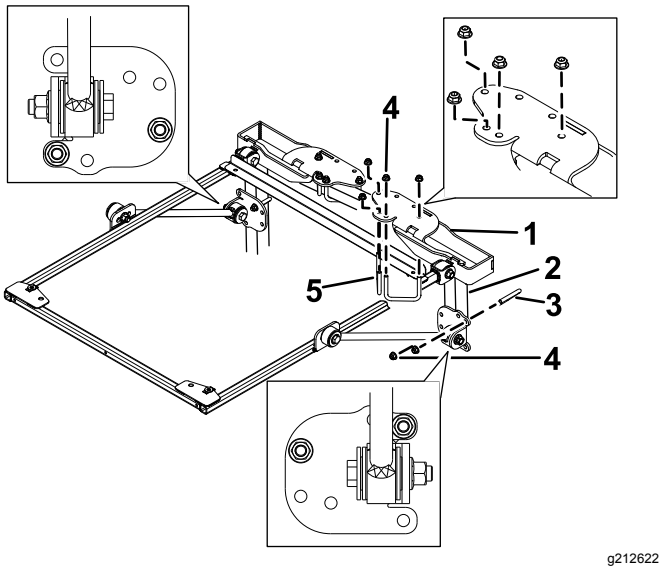

Bild 36
4. Befestigen Sie die Befestigungshalterungen des Überrollschutzes an der Oberseite des Überrollbügels der Zugmaschine (Bild 36). Stellen Sie sicher, dass der Überrollbügel in den Befestigungshalterungen des Überrollschutzes zentriert ist.
5. Befestigen Sie jede Befestigungshalterung des Überrollschutzes mit zwei U-Bügeln (2¾") und vier Bundmuttern in den in Bild 36 abgebildeten Befestigungslöchern an der Oberseite des Überrollbügels.
6. Befestigen Sie jede Strebenhalterung lose mit einem U-Bügel (4") und zwei Bundmuttern in den in Bild 36 abgebildeten Befestigungslöchern an den Streben des Überrollbügels.